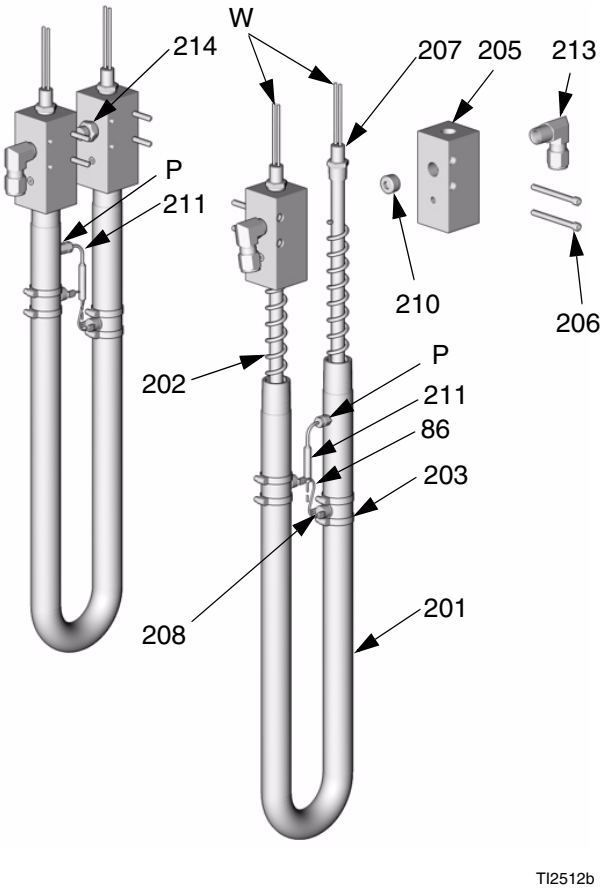

图 11. 加热器（ 所示为 245962 型 ）
4. 见 图 11。卸下胶带和接线连接器（ 63，未示出 ），并从加热器线束上断开加热元件的接线（ W ）。用欧姆表检查。2550 W 加热元件的电阻必须为 21-25 欧姆，1500 W 加热元件的电阻必须为 30-34 欧姆。